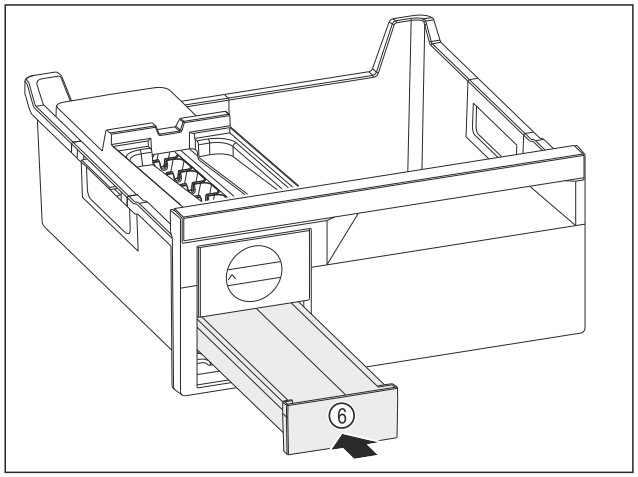

Fig. 126
▶ Вдвиньте выдвижной ящик для кубиков льда *Fig. 126 (6)*.